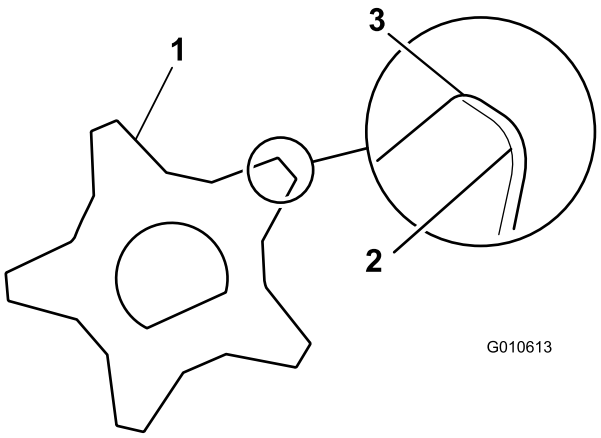

**Figura 37**
13. Monte el eje en orden inverso para colocar el filo menos desgastado de las cuchillas hacia adelante (Figura 37).